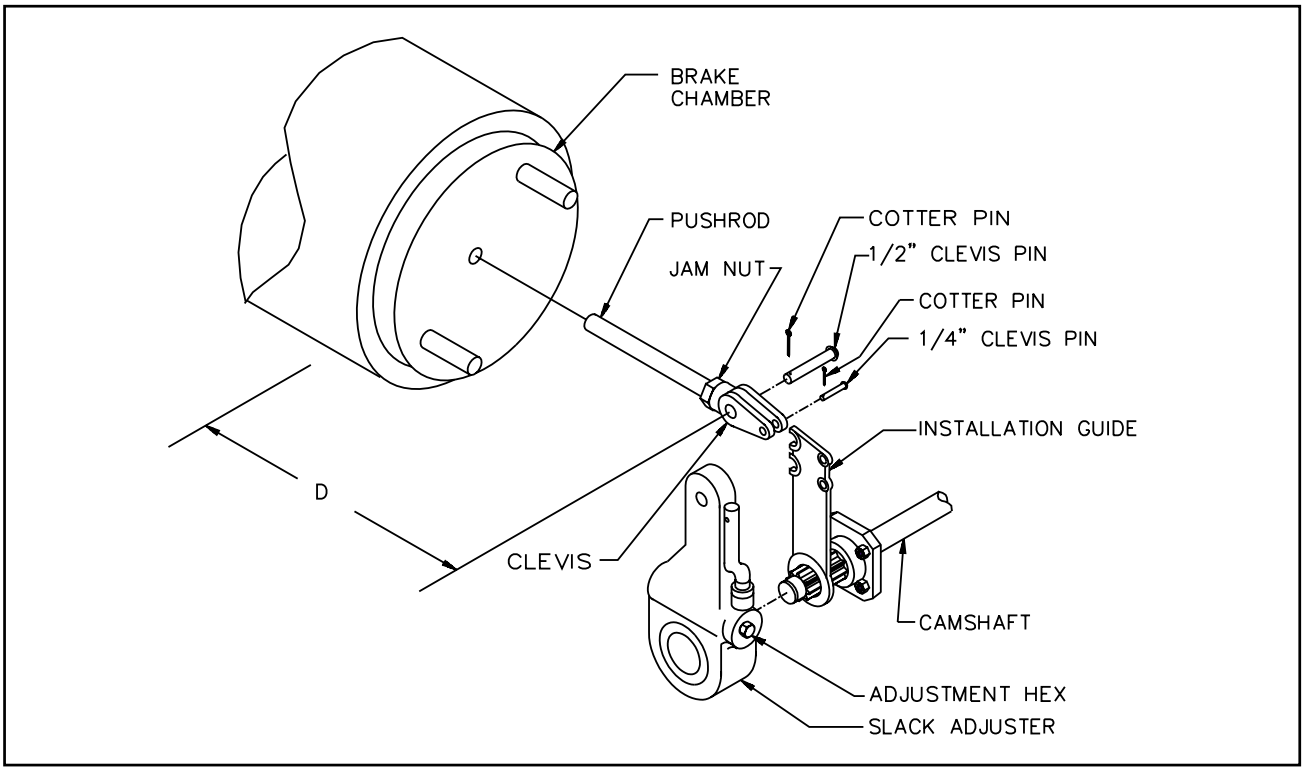

Figure 4-13 Slack Adjuster
4. Disconnect the slack adjuster from the connecting rod by removing the clevis pin **(See Figure 4-13).**
3. Remount the brake unit on the axle brackets and reconnect the air service hoses and the slack adjuster connecting rod **(See Figure 4-13).**
a. Operational Check (See Figure 4-13)
b. Replacing Slack Adjuster (See Figure 4-13)
6. Measure the distance (D) from air chamber to 1/2" pin **(See Figure 4-13)**. Apply brakes with 80-90 psi air pressure and remeasure distance (D) to 1/2" pins **(See Figure 4-13).**